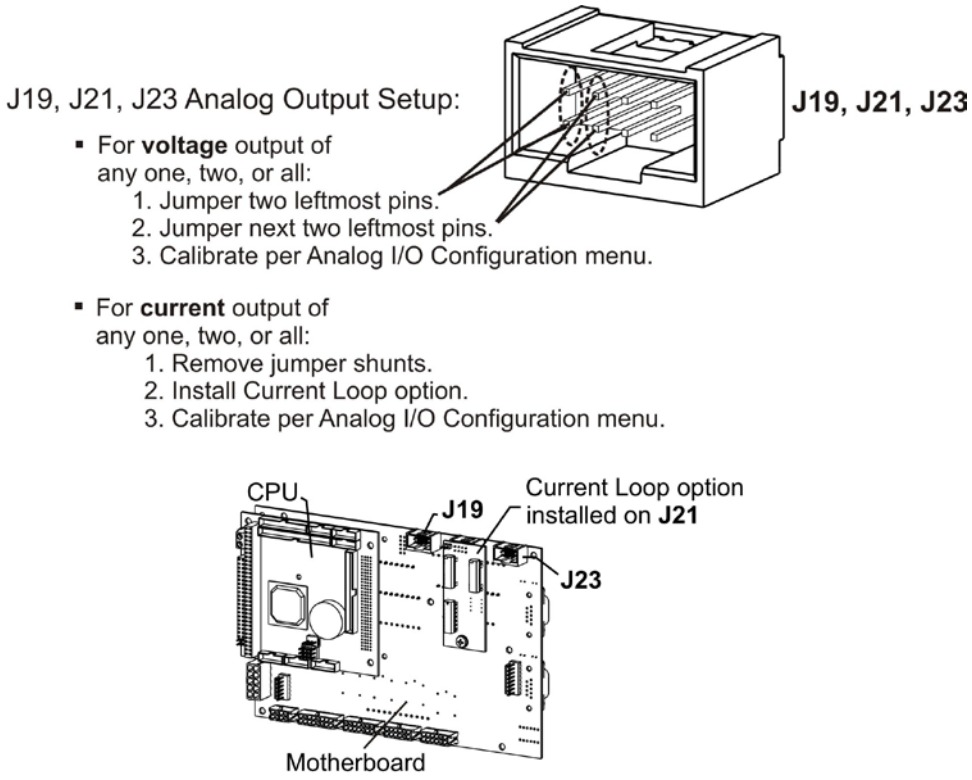

**Figure 3-10: Current Loop Option Installed on Motherboard**
Figure 3-10 provides installation instructions and illustrates a sample combination of one current output and two voltage outputs configuration. Following Figure 3-10 are instructions for converting current loop analog outputs to standard 0-to-5 VDC outputs. Information on calibrating or adjusting these outputs can be found in Section 5.9.3.7
5. Disconnect the current loop option PCA from the appropriate connector on the motherboard (see Figure 3-10).
6. Each connector, J19 and J23, requires two shunts. Place one shunt on the two left-most pins and the second shunt on the two pins next to it (see Figure 3-10).